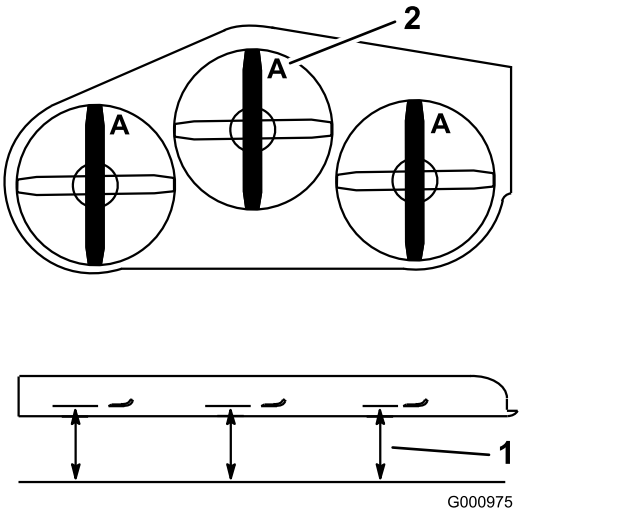

Figura 84
4. Mida en la posición **A** y desde una superficie nivelada hasta el filo de corte de los extremos de la cuchilla (Figura 84).